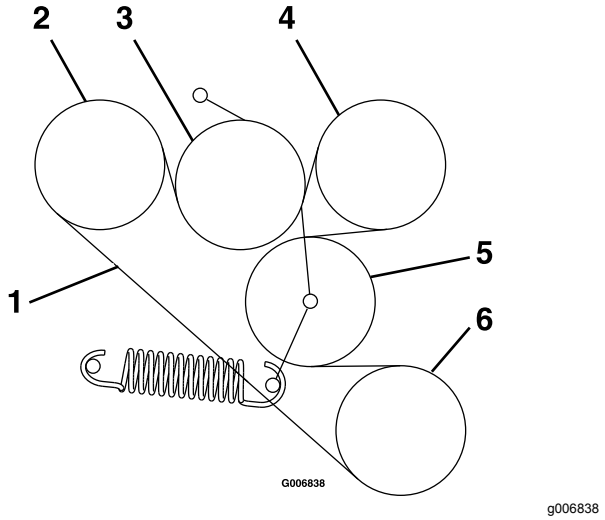

Figuur 62
6. Leid de nieuwe riem op de schijven zoals getoond op de sticker achterop de linkerkap van de aandrijving (Figuur 62).